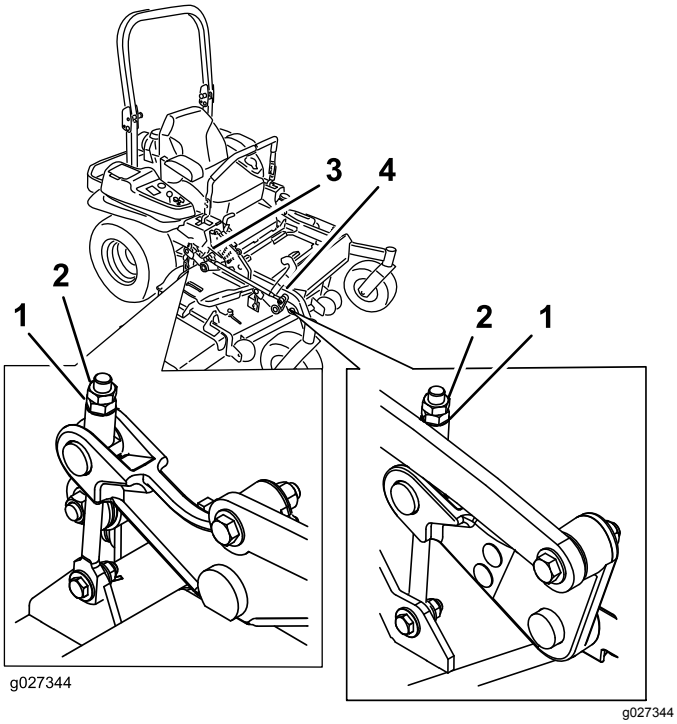

Figuur 94
10. U kunt de stelmoer op de hefinrichting van het voorste maaidek draaien om deze nog nauwkeuriger in te stellen (Figuur 94).